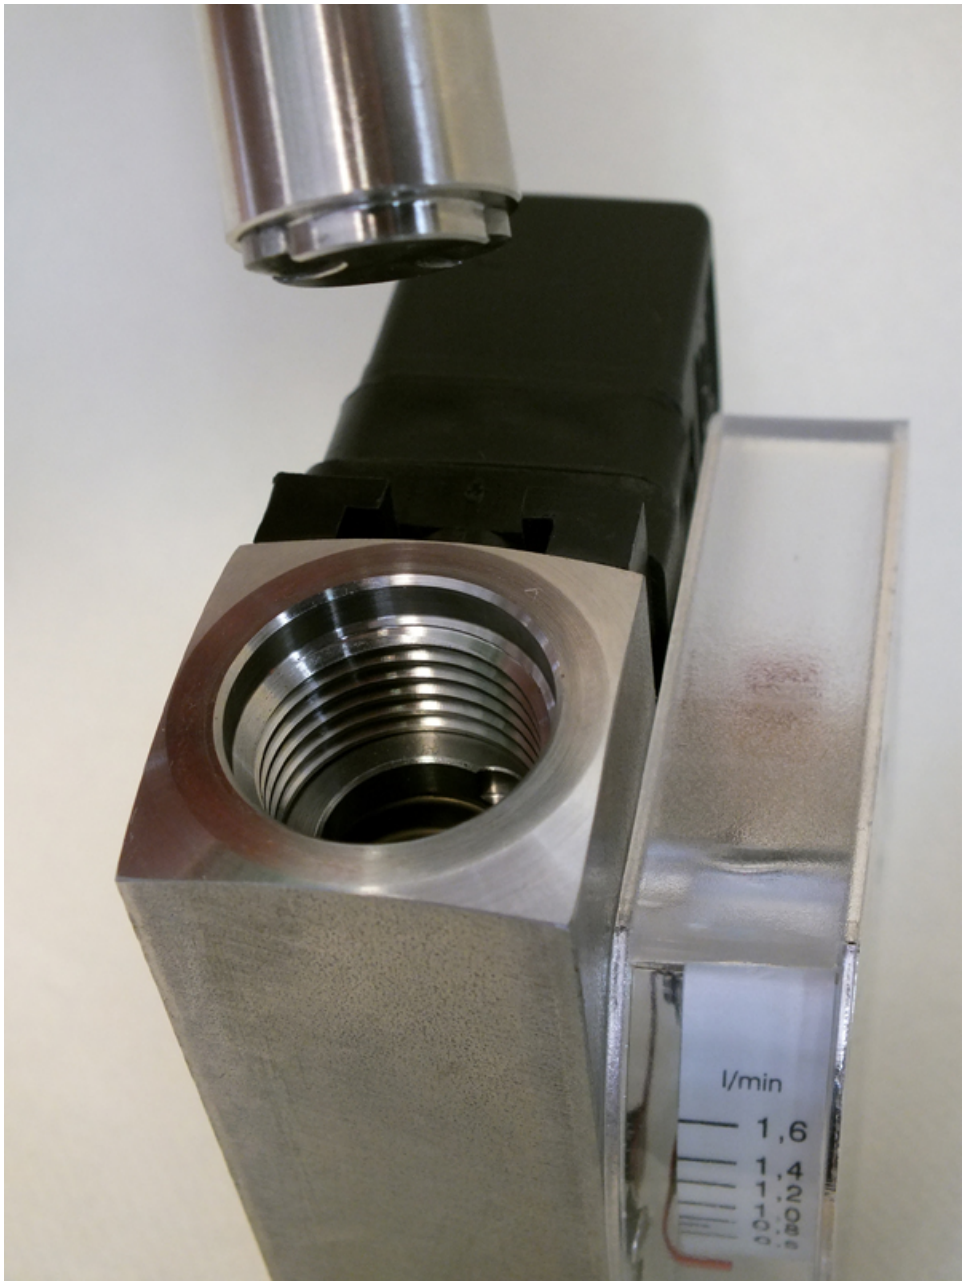

Fig. 48: Insert threaded ring insertion tool (outlet)
8. Insert the threaded ring insertion tool into the device outlet (*Fig. 48*) and turn until it rests in the keyway of the threaded ring